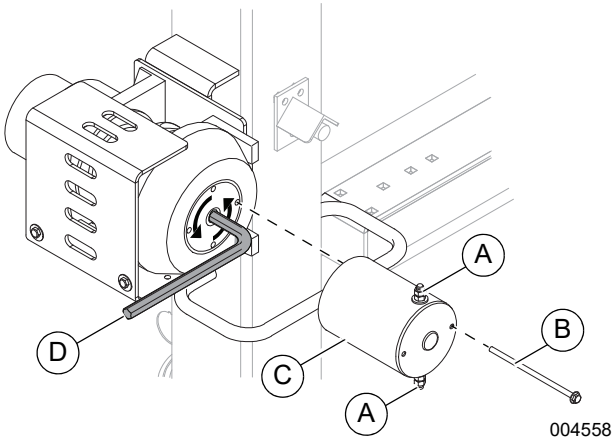

*Figure 3-14. Winch Assembly*
1. See ***Figure 3-14***. Remove the power cables from the two terminals on the winch motor assembly (A).